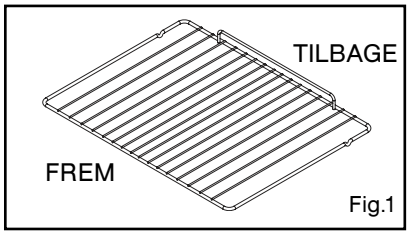

Fig.1
• Sikkerhedsgitter mod vipning (Fig.1)